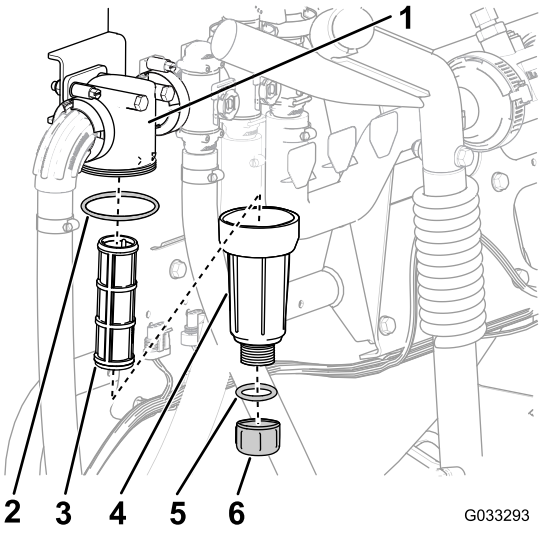

Rysunek 30
2. Umieść miskę drenażową pod filtrem ciśnieniowym (Rysunek 30).
3. Obrócić korek spustowy w kierunku przeciwnym do ruchu wskazówek zegara i odkręcić go od miski filtra ciśnieniowego (Rysunek 30).
4. Obracaj miską w lewo i odkręć ją od głowicy filtra (Rysunek 30).
5. Wyjmij wkład filtra ciśnieniowego (Rysunek 30).
7. Sprawdź uszczelkę korka spustowego (wewnątrz miski) i uszczelkę miski (wewnątrz głowicy filtra) pod kątem uszkodzeń i zużycia (Rysunek 30).
8. Włóż wkład filtra ciśnieniowego do głowicy filtra (Rysunek 30).
9. Zamocuj miskę na głowicy filtra, dokręcając ją ręcznie (Rysunek 30).
10. Zamontuj korek spustowy do złącza u dołu miski i dokręć korek rękoma (Rysunek 30).